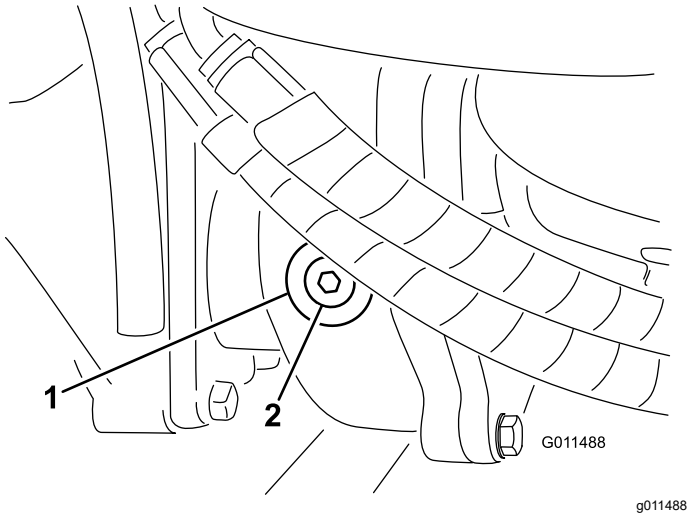

Figur 108
2. Ta ut kontroll-/påfyllingspluggen på venstre side av girkassen, og kontroller at oljen når opp til bunnen av hullet (Figur 108).